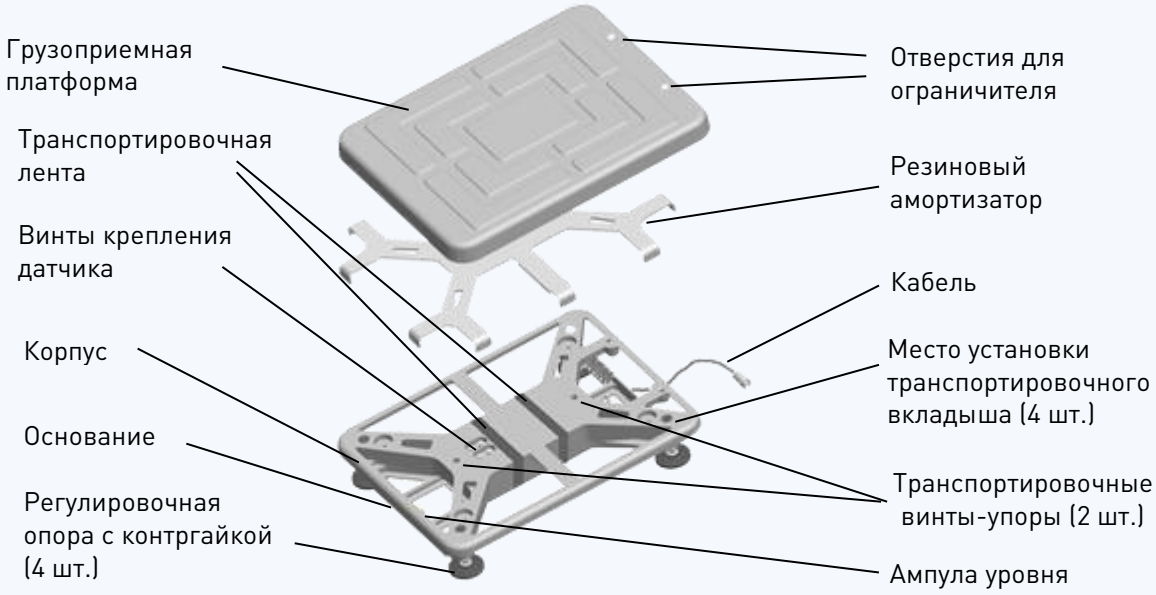
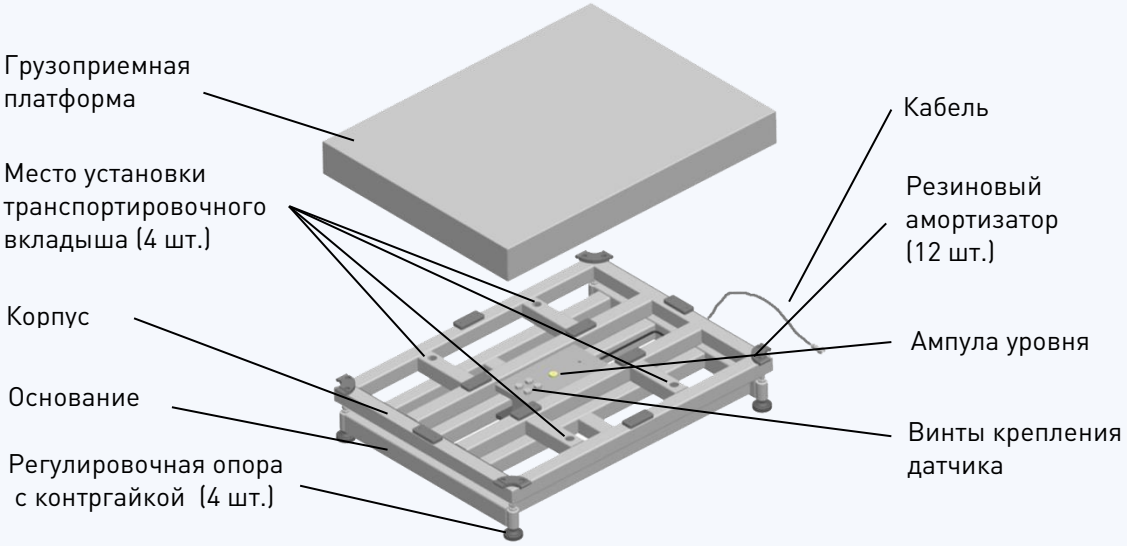

Рис. 5.1. - Модуль взвешивающий ТВ-S_
Рис. 5.2. - Модуль взвешивающий ТВ-М_
Конструкция весов представлена на Рис. 5.1.
2. Снять грузоприемную платформу. Вынуть транспортировочные вкладыши (Рис. 5.1, Рис. 5.2).
6. Установить весы на твердой ровной поверхности. При помощи регулировочных опор выставить весы по ампуле уровня таким образом, чтобы пузырек воздуха находился в центре ампулы. При необходимости, затянуть контргайки регулировочных опор (Рис. 5.2).